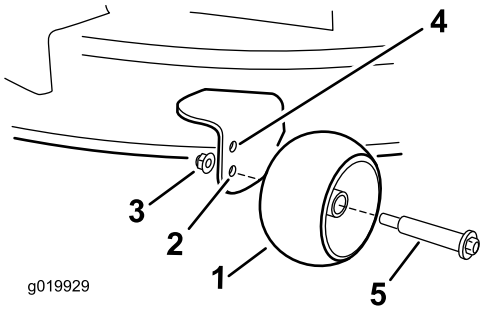

Figur 20
- Övre hålet – använd det här läget när klippdäcket är inställd på klipphöjder på 63 mm eller lägre (Figur 20).
- Nedre hålet – använd det här läget när klippdäcket är inställt på klipphöjder på 76 mm eller högre (Figur 20).